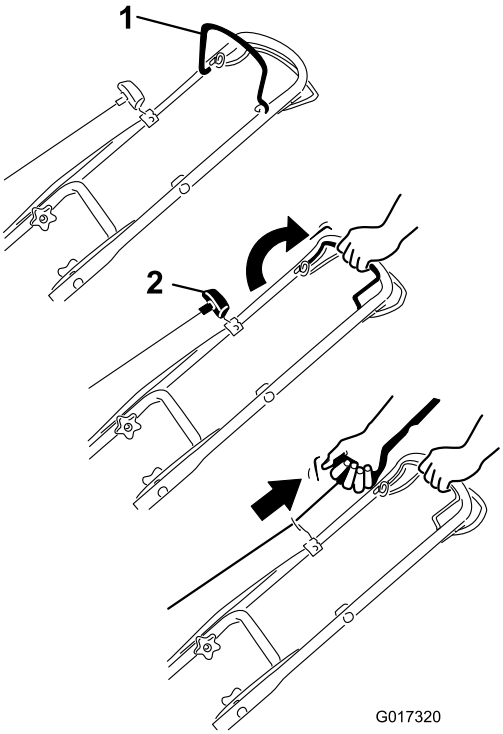

Figure 13
1. Maintenez la barre de commande de la lame contre le guidon (Figure 13).
2. Tirez lentement la poignée du lanceur jusqu'à ce que vous sentiez une résistance, puis tirez vigoureusement. Laissez le lanceur se rétracter lentement jusqu'à la poignée (Figure 13).